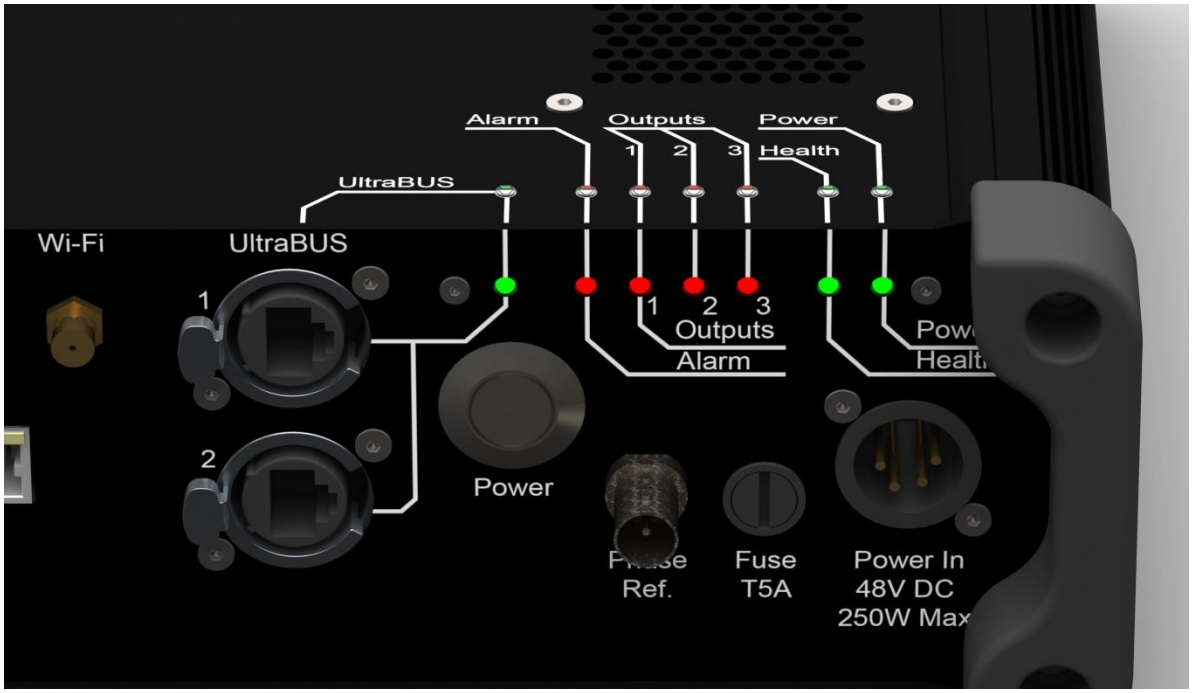

Figure 2: Monitor Hub status LEDs
The status LEDs are mounted on the front panel of the Hub Unit as shown in Figure 2:
2. The Monitor Hub should now become active. This can be verified by monitoring the status of the LEDs on the front panel (see Figure 2) which should show the following.